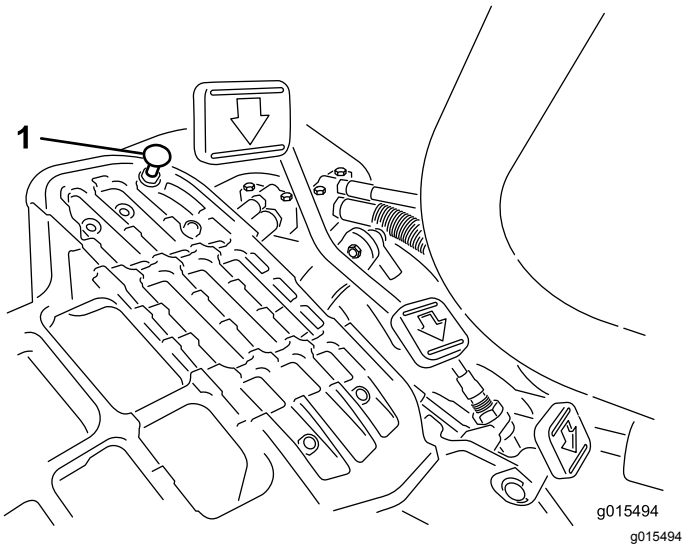

Figur 40
1. Sæt funktionsbevægelseshåndtaget i TRANSPORT-positionen, og løsn den låsemøtrik, der holder pedalstoppet på gulvpladen (Figur 40).